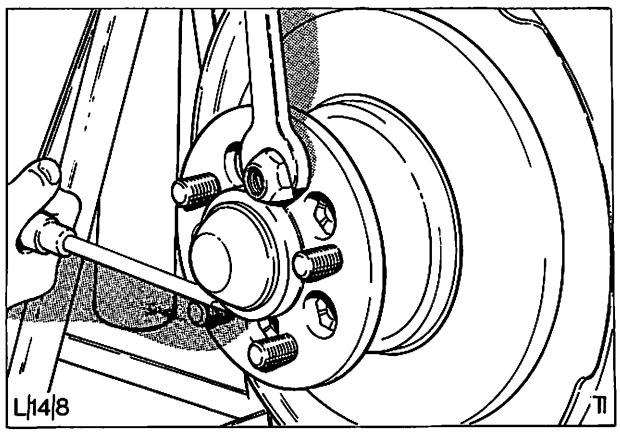

Abb. 32 Einziehen des Radbolzens
5. Nuten des neuen Radbolzens dünn einfetten, Radbolzen in seine Bohrung einsetzen und mit einem geeigneten Distanzstück sowie einer umgedrehten Radmutter, d.h. mit auswärts zeigendem Konus, einziehen, Abb. 32.